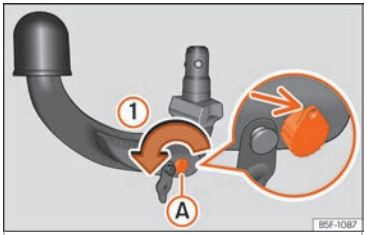

Fig. 252 Passo 1
- Rode a chave no sentido da seta (1) até que a parte furada da chave chegue a sua posição superior ››› Fig. 252 (seta).